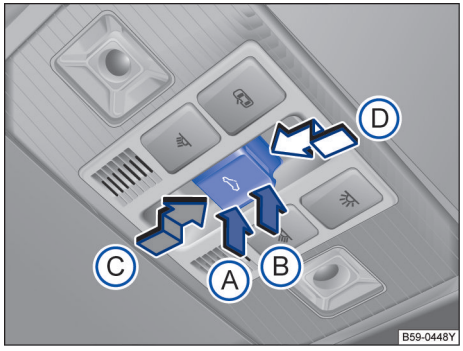

图 69 在顶篷中：天窗按钮
按钮→图 69 设有 2 挡位置。
– 触发防夹功能后 5 秒钟内按压 按钮→ 图 69，沿箭头 Ⓓ 方向将按钮保持在 2 挡位置，直至天窗完全关闭。